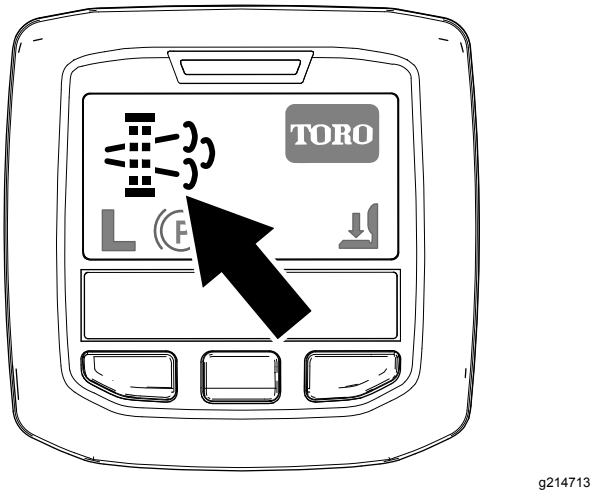

**Figur 39**
- Symbolen för begäran om parkerad regenerering visas i InfoCenter (Figur 39).